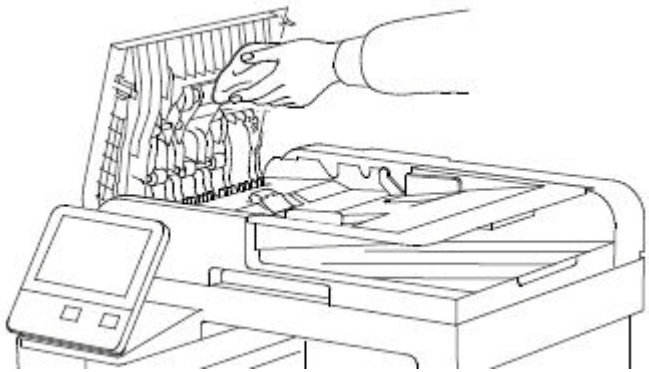

Figure 4 Clean the DADF Feed Rollers
2. Wipe the feed rollers with a dry, soft, lint-free cloth or paper towel until the rollers are clean (Figure 4).